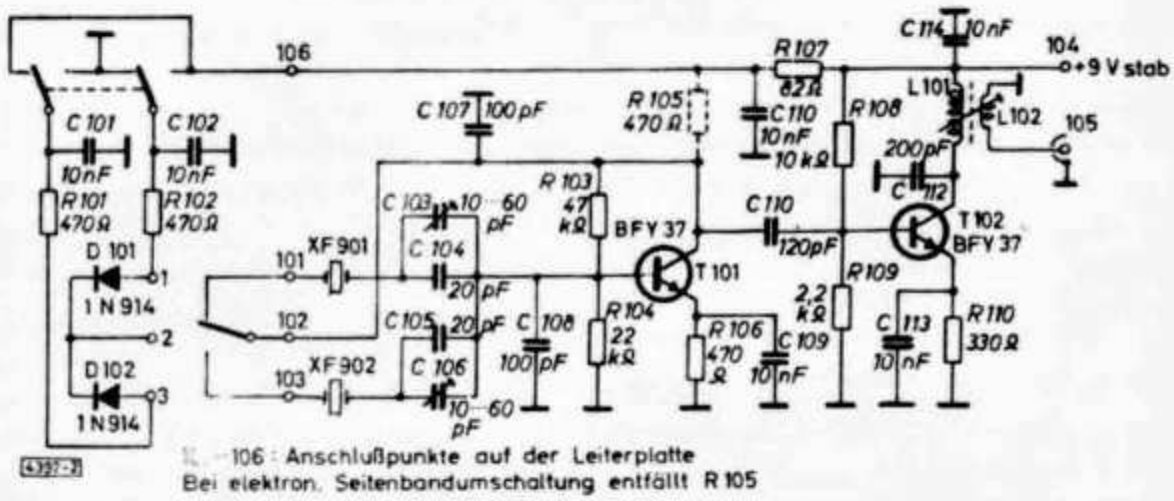

Abb. 2. Schaltung des Trägeroszillators mit mechanischer oder elektronischer Seitenbandumschaltung
Fig. 2 — Layout patterns for the audio (A) and detector (B) etched-circuit boards. The patterns are drawn half scale. A 500-μh rf choke is connected between pins 1 and 5 on the detector board after the other parts have been mounted. Upright mounting must be used on the audio board's electrolytic capacitors.
The unit is not crowded and should be easy for anyone to reproduce, providing he has some building experience. A combination of modular, etched-circuit and chassis construction is used. The chassis measures 5 X 9½ X 2 inches. The panel is 5½ X 10 inches. A layout for the audio board is shown in Fig. 2; this board is 2 X 3½ inches. The techniques for making boards at home was recently covered by DeMaw.[7]
Wie bereits erwähnt, ist der BFO auf einer getrennten Leiterplatte untergebracht. Die Quarze für oberes und unteres Seitenband schwingen in Serienresonanz zwischen Kollektor und Basis des Transistors T 101 **(Abb. 2)**. Eine Trennstufe mit dem Transistor T 102 sorgt für die entsprechende Rückwirkungsfreiheit. Am Ausgang, Punkt 105, steht das BFO-Signal mit einer Spannung von ca. 0,8 Volt zur Verfügung. Die Seitenbandumschaltung kann entweder mechanisch mit Hilfe eines Relais bzw. Schalters oder elektronisch mit den Dioden D 101, D 102 erfolgen.
Die Funktionsweise des Kompressors erläutert **Abb. 2.** Zum Zeitpunkt $t = t_1$ sei gerade $U_R = H(u_a)$. Da $H(u_e)$ ansteigt, wird auch U_R größer werden.